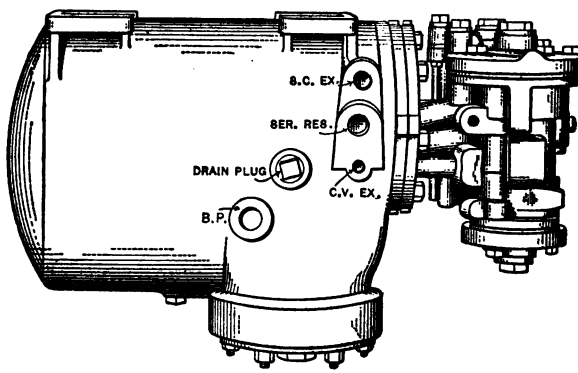

FIG. 120. No. 3-E CONTROL VALVE. SIDE VIEW.
Q. Referring to Figs. 120, 121, and 122, how are these parts assembled?
Q. What does Fig. 120 represent?